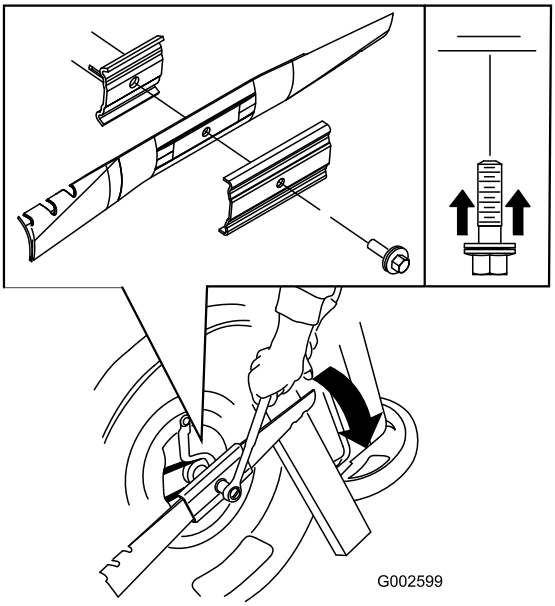

Figur 45
3. Bruk en treblokk til å holde kniven fast (Figur 45).
4. Fjern kniven, behold alle monteringsdeler (Figur 45).
5. Monter den nye kniven og alle monteringsdeler (Figur 45).